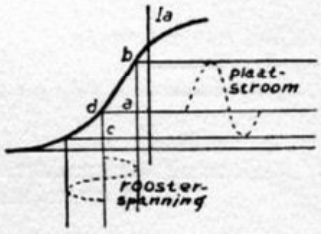

Fig. 34. Als de lamp in de bocht van de karakteristiek werkt, wordt de stroom vervormd.
W. — Wel, om vervorming te vermijden, moeten de variaties van den plaatstroom absoluut evenredig zijn met de variaties van de roosterspanning. Als we nu de lamp in dat rechte deel laten werken, krijgen we die evenredigheid. Maar veronderstel eens (fig. 34), dat de oogenblikksspanningen van het rooster in een krom gedeelte komen. In zoo'n geval zal een positieve afwijking een variatie a—b van den plaatstroom geven, welke grooter is dan die (c—d), welke door de negatieve afwijking wordt veroorzaakt.